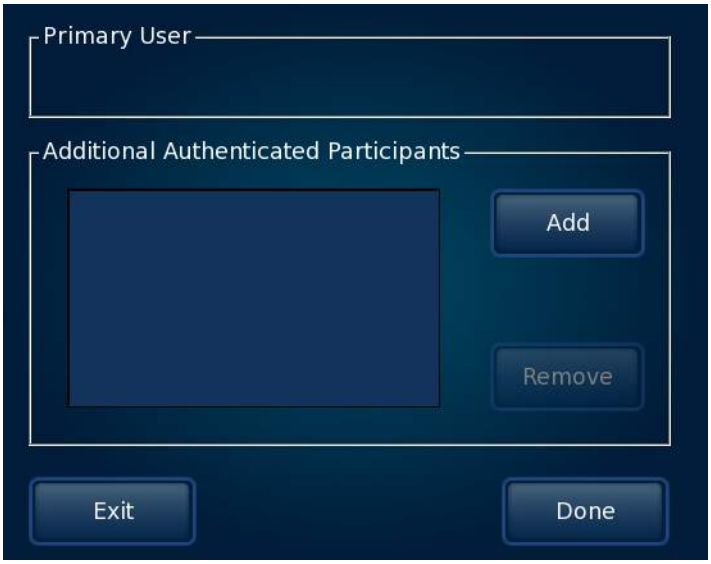

Figura 4 Janela Additional Authenticated Participants
5. Pressione o botão **Add Participants** (Adicionar Participantes). A janela Additional Authenticated Participants (Participantes Autenticados Adicionais) é exibida (consulte Figura 4).
Quando o participante é autenticado com sucesso, o seu nome de usuário é exibido na lista **Username** (Nome de usuário) (consulte Figura 4). Continue adicionando participantes conforme a necessidade.